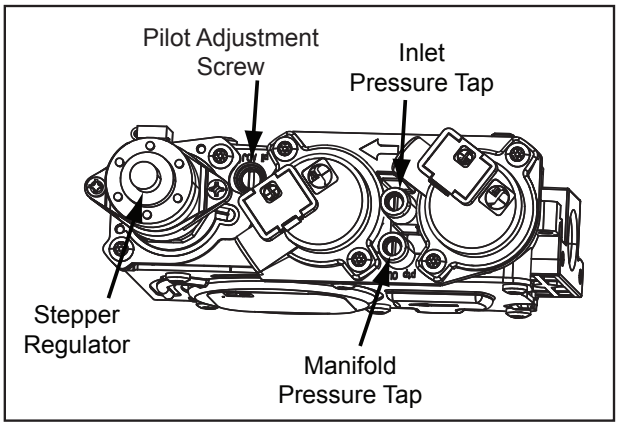

Figure 26: Gas Valve Diagram
a) Remove the existing stepper motor using a T20 screwdriver (see Figure 26).
10. Light the pilot and recheck for leaks in the aluminum pilot line. If a leak is evident, contact your ENVIRO dealer for a pilot line replacement. **WARNING: DO NOT ATTEMPT TO FIX THIS LINE, IT MUST BE REPLACED IF DAMAGED.** The pilot should properly cover the flame sensor. If adjustment is necessary, turn the adjustment screw in the valve (see Figure 26) clockwise to decrease and counter-clockwise to increase until the correct flame is achieved (see Figure 16).